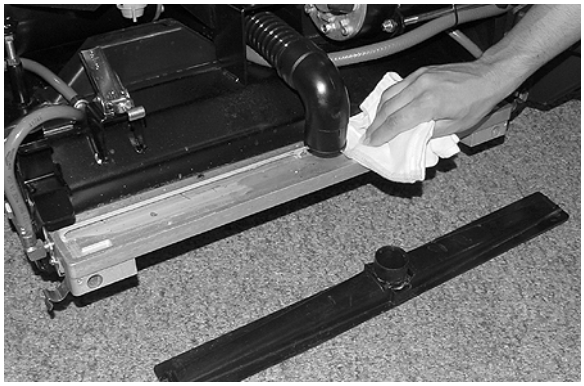

FIG. 32
3. Remove the front and rear roller vacuum shoe covers and remove any debris (Figure 32).